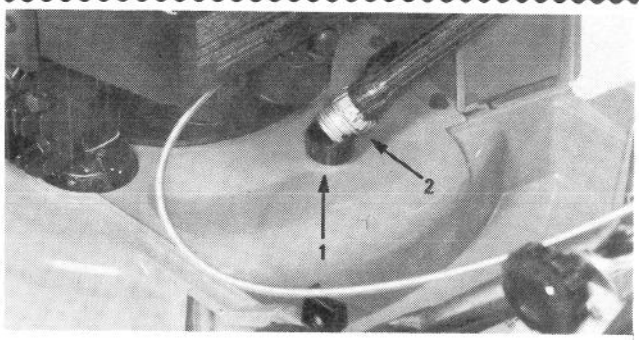
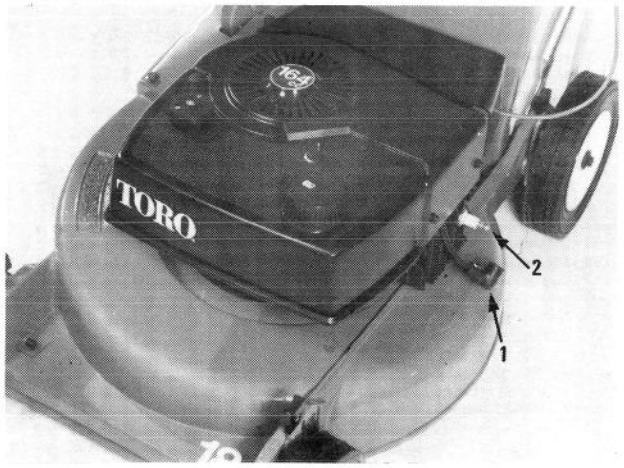

Figure 26
Figure 27
3. Start the engine. Insert end of hose, without nozzle, into wash-out port opening (Fig. 26). Using moderate water pressure, allow water and engine to run for approximately two minutes. The action created by the rotating blade and water flushes accumulations of grass clippings from underside of mower housing. When grass is no longer discharged and color of discharged water is clear again, stop the engine. Pull high tension wire off spark plug after all parts stop moving and hook end in notched hole (Fig. 27).
To reduce potential accidents, never perform an adjustment or maintenance procedure while the engine is running. Pull high tension wire (Fig. 27) off spark plug, prevent an accidental start.